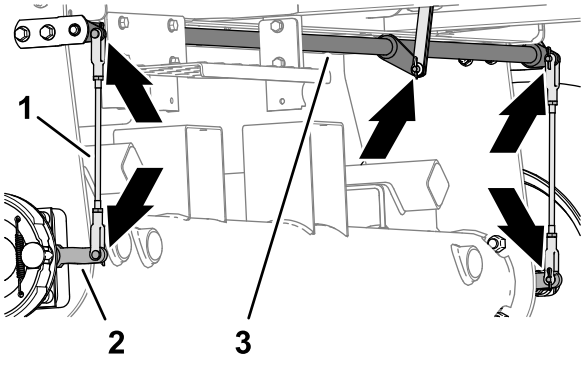

Figuur 72
1. Controleer de linker en rechter remstang (Figuur 72) op beschadiging en slijtage.
2. Controleer de scharnieras van de rem (Figuur 72) op beschadiging en slijtage.